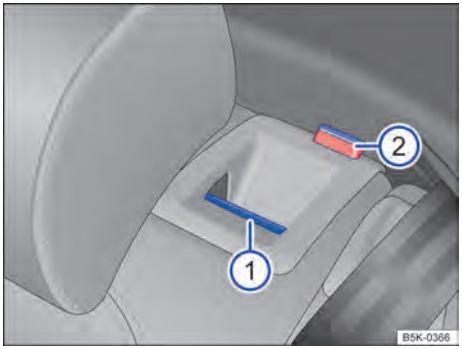

Fig. 66 En el respaldo del asiento trasero: tecla de desbloqueo.
– Tirar de la tecla de desbloqueo → fig. 66 ① hacia adelante y, al mismo tiempo, rebatir el respaldo del asiento trasero hacia adelante.
– La parte de respaldo del asiento trasero estará desbloqueada cuando la marca roja → fig. 66 ② sea visible.
– La marca roja → fig. 66 ② ya no puede ser visible.